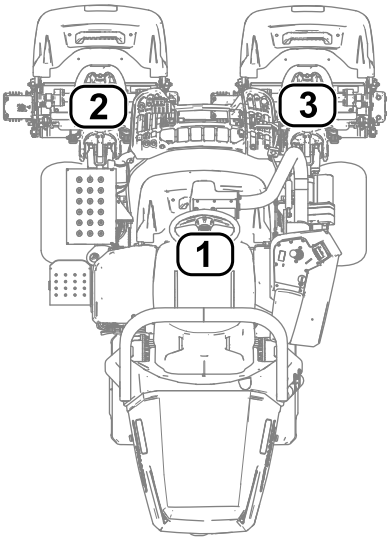

Figur 36
- **1** avser mittklippenheten (Figur 36)
- **2** avser den främre vänstra klippenheten (Figur 36)
- **3** avser den främre högra klippenheten (Figur 36)